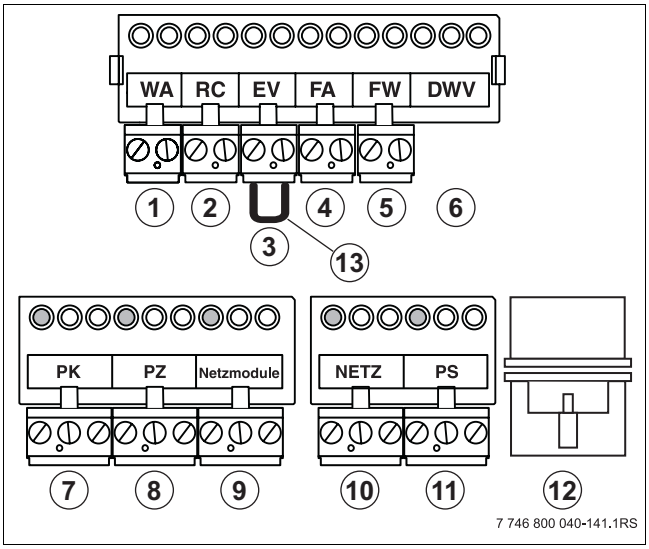
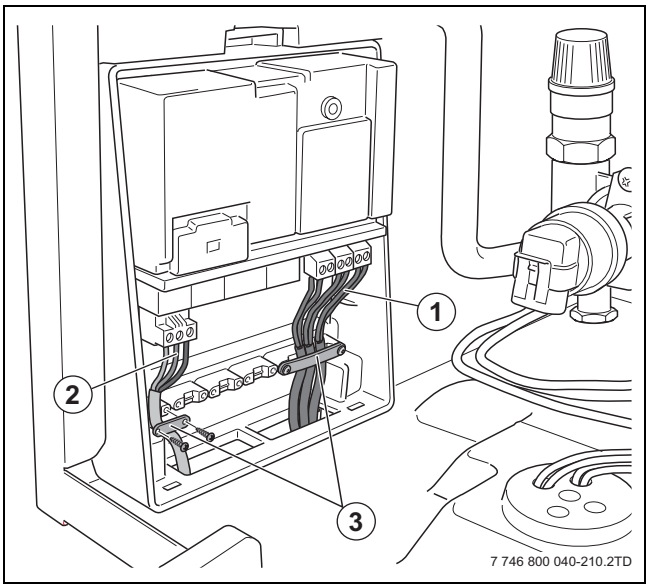

Rys. 31 Skrzynka przyłączowa i listwa zaciskowa
Rys. 37 Podłączenie modułu
▶ Podłączyć moduł obsługowy RC20 RF/RC25/RC35 do pomarańczowego zacisku RC (→ rysunek 31, [2]). Do tego celu użyć dwużyłowego kabla o przekroju żył od 0,4 do 0,75 mm².
▶ Podłączyć sterownik do pomarańczowego zacisku RC (→ rysunek 31, [2]). Do tego celu użyć dwużyłowego kabla o przekroju żył od 0,4 do 0,75 mm².
- ▸ Podłączyć wolny kabel sieciowy 230 VAC do modułu funkcyjnego (→ rysunek 31, [9] i rysunek 37, [3]). Jeżeli używanych jest kilka modułów funkcyjnych, można z pierwszego modułu odprowadzić zasilanie 230 VAC drugiego modułu. Użyć kabla dostarczonego wraz z modułem funkcyjnym [9] (→ rysunek 1, [8], strona 6).
- ▸ Dokręcić kabel z zabezpieczeniami (→ rysunek 37, [3]).